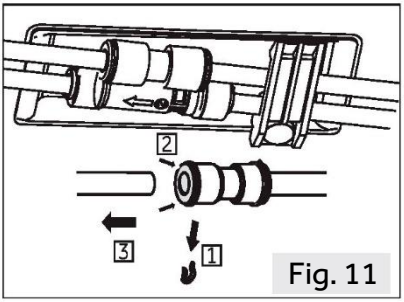

Fig. 11
1. Lossa den vänstra sidan på de två vattenkopplingarna i det främre vänstra hörnet längst ner på apparaten: tryck och håll in kragen enligt bilden och ta bort vattenröret. (fig.11).